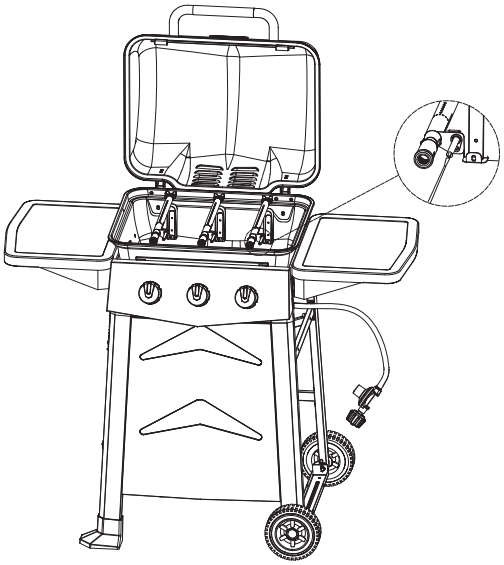

Figura 2
5. Desconecte el cable de encendido del electrodo (Figura 2).